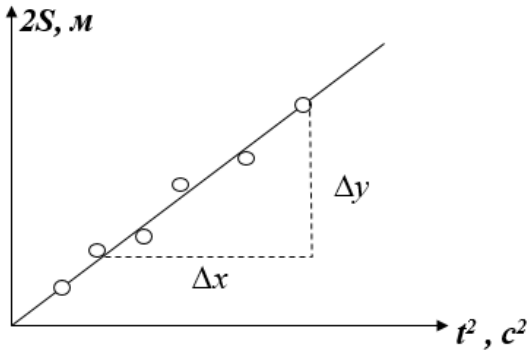

Рис. 3
По оси абсцисс откладывается t^2 в квадратных секундах, по оси ординат - удвоенный путь $2S$ в метрах. По наклону полученной прямой из графика определяют ускорение (рис.3). Из рис.3 видно, что экспериментальное значение ускорения равно:
1. Построить на миллиметровой бумаге график зависимости $2S$ от $t_{ср}^2$. Через экспериментальные точки провести прямую таким образом, чтобы число точек, лежащих выше и ниже прямой, было примерно одинаково. Прямая должна проходить через нуль. Используя формулу (17) и рис.3, определить ускорение $a_{эксп}$.